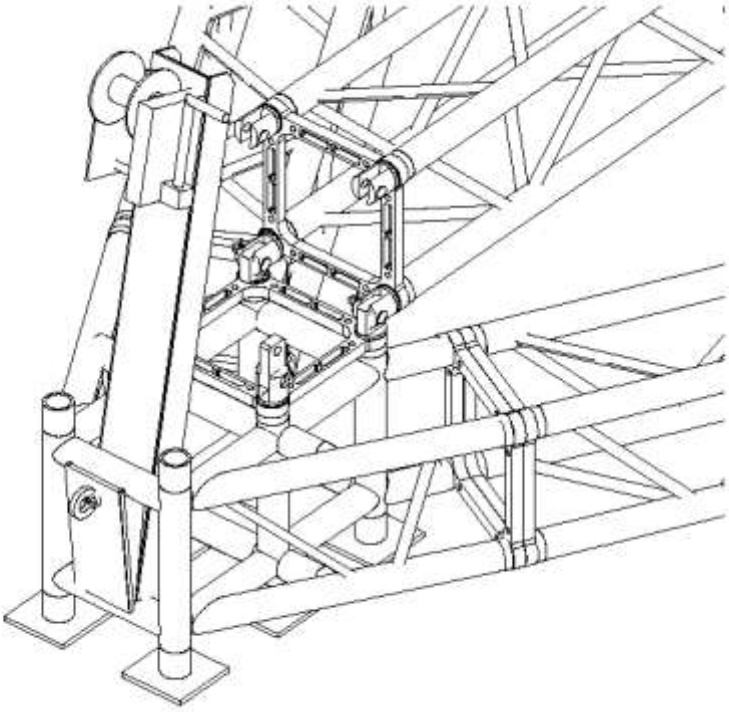

Fig. 6
4) Montata la trave, la stessa si dispone al modulo base tramite snodi ST01, mentre gli snodi ST02 vengono montati smembrati, in parte sulla trave in elevazione e la restante parte sul modulo base in attesa di essere congiunti nel momento in cui la trave viene sollevata e portata nella dovuta posizione .(fig. 6)